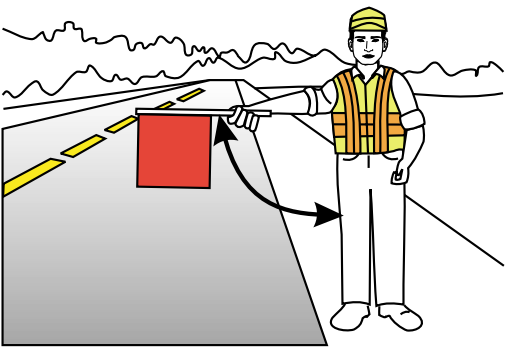

Figure 14
2. Slowly wave the flag in a sweeping motion from the ground to shoulder height and back again. Do not raise your arm above the horizontal position (see Figure 14).